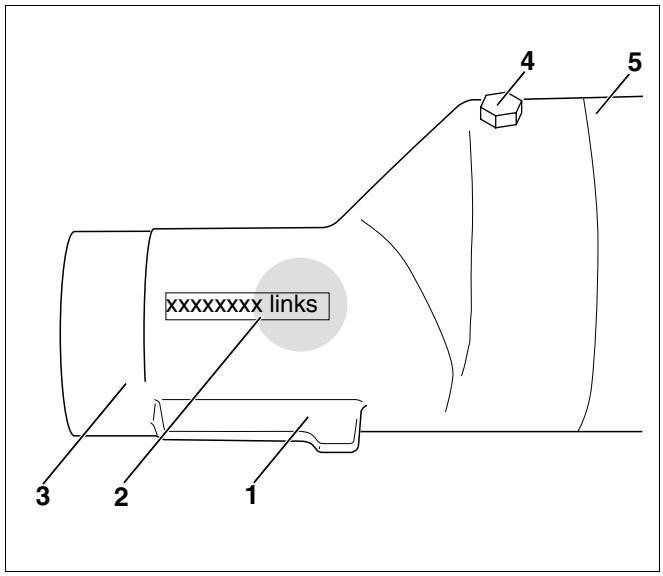

Рис. 24 Соединительная часть подпиточной трубы, левая
из-за неправильной установки соединительной части подпиточной трубы (рис. 24).
- Проверьте наличие уплотнений (рис. 24, **поз. 3**) соединительной части подпиточной трубы.
- Следите за тем, чтобы левая соединительная часть (маркировка "links"-"левая" рис. 24, **поз. 2**) была установлена в верхнюю ступицу левого котлового блока, а правая (маркировка "rechts"-"правая") - в верхнюю ступицу правого котлового блока.
- Надеть соединительную часть подпиточной трубы (рис. 24) на среднюю часть (рис. 24, **поз. 5**) и закрепить болтом M5 x 16 (рис. 24, **поз. 4**).